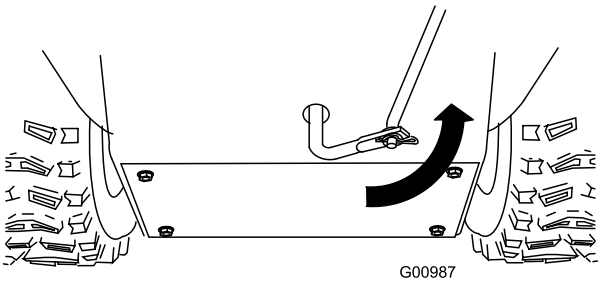

Figur 12
5. Drej den nederste forbindelsesarm helt opad (mod uret) (Figur 12).